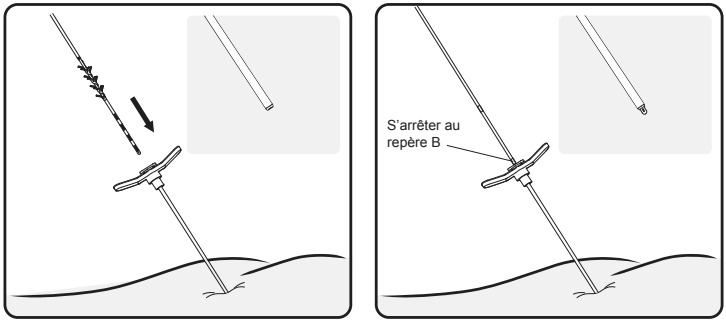

Figure 13. Insérer l'électrode dans la gaine d'introduction
8. Insérer délicatement l'électrode à ailettes (avec le stylet) dans la gaine d'introduction jusqu'à ce que le repère visuel B de l'électrode à ailettes soit aligné avec le sommet de la poignée de la gaine d'introduction. Confirmer par fluoroscopie que toutes les électrodes de l'électrode sont proximales à l'extrémité distale de la gaine (**Figure 13**).